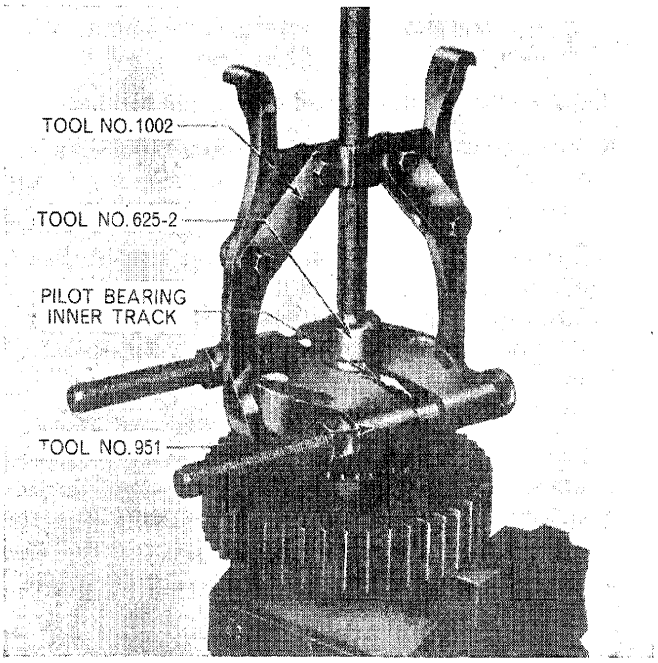

Figure 23
6. Inspect the output shaft pilot bearing and if necessary remove the pilot bearing from the output shaft using Tools Nos. 1002, 951 and 625-2, Figure 23.
NOTE: ***In order to obtain sufficient grip on the pilot bearing inner track, the rollers can be easily pulled from the bearing inner track assembly using a pair of pliers. Tool No. 951 is then mounted on the inner track groove. (See Figure 23).***